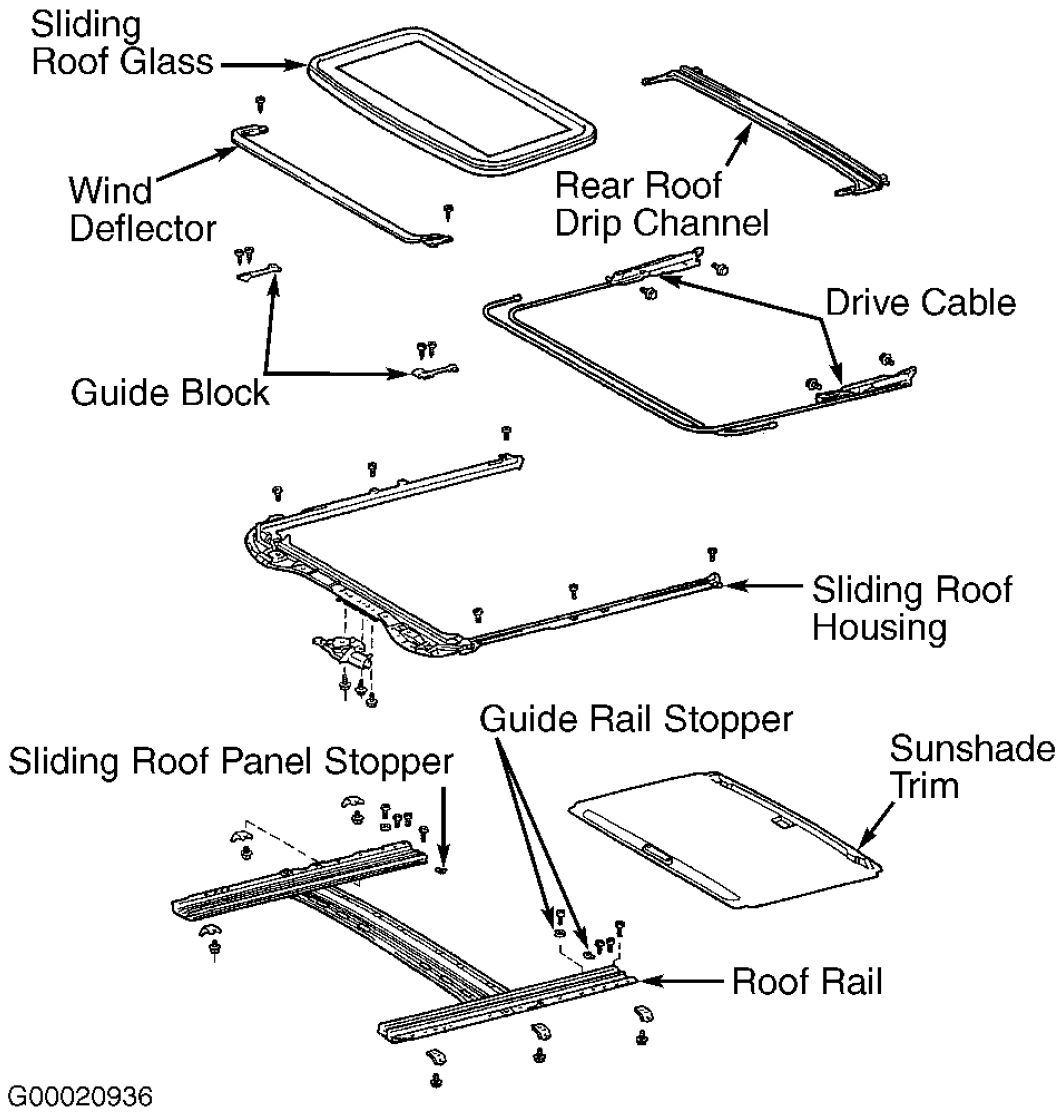

Fig. 57: Exploded View Of Sun Roof Assembly (RAV4 2-Door)
3. Remove front center and rear upper trim panels. Remove roof headlining. Remove 4 Torx screws securing sun roof glass. Pull upward on sun roof glass to remove. Remove 3 bolts and sun roof motor assembly. See **Fig. 57** . Remove 4 drain hoses. Remove 12 bolts and 6 brackets. Remove 4 nuts and sun roof housing assembly.